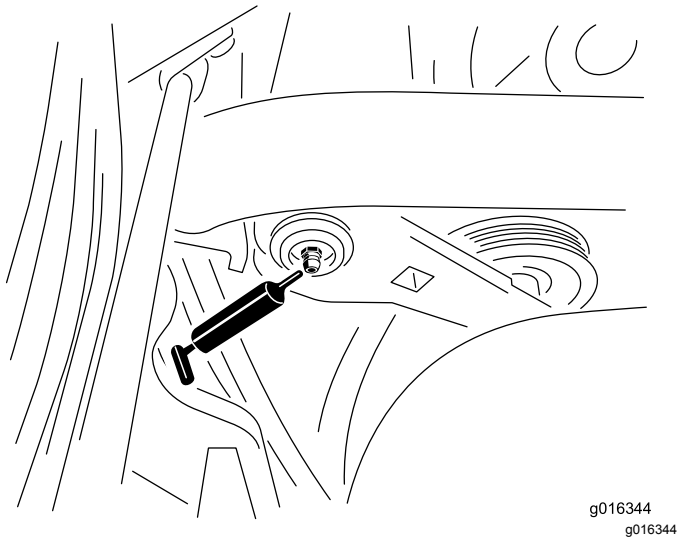

Figura 29
1. Limpie el engrasador para evitar que penetre materia extraña en el cojinete o el casquillo (Figura 29).